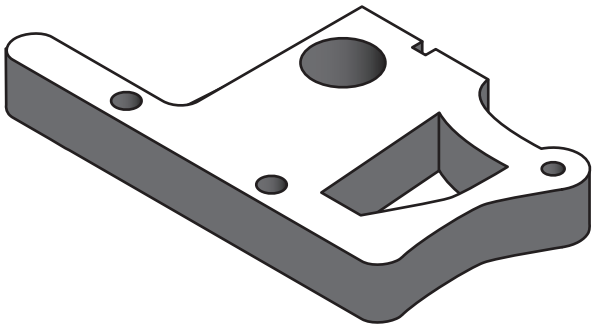

Figure Q3
3. A 3-D printer extrudes a thin filament of hot plastic, in order to build up three-dimensional solid objects similar to the component shown in Figure Q3. The extruder is driven by a stepper motor.